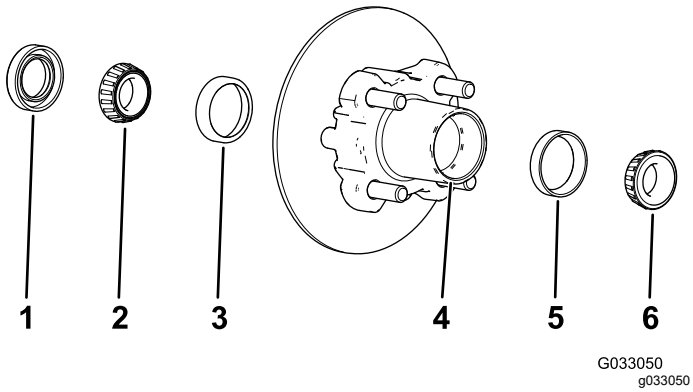

**Figuur 33**
1. Verwijder het buitenste lager en de loopring van het lager van de naaf (Figuur 33).
2. Verwijder de afdichting en het binnenste lager van de naaf (Figuur 33).
5. Verwijder alle vuil en vet uit de holte van de naaf (Figuur 33).
7. Vul de holte van de naaf voor 50 tot 80% met het aanbevolen smeermiddel (Figuur 33).
8. Monteer het binnenste lager op de loopring aan de binnenkant van de naaf en monteer de afdichting (Figuur 33).